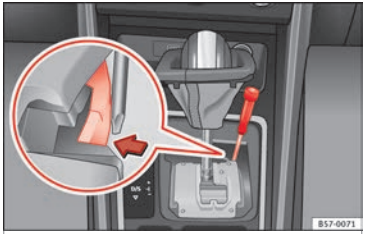

Fig. 54 Selector lever: manual release from position P.
- Using a screwdriver, press and hold the yellow unlocking tab sideways ››› Fig. 54.